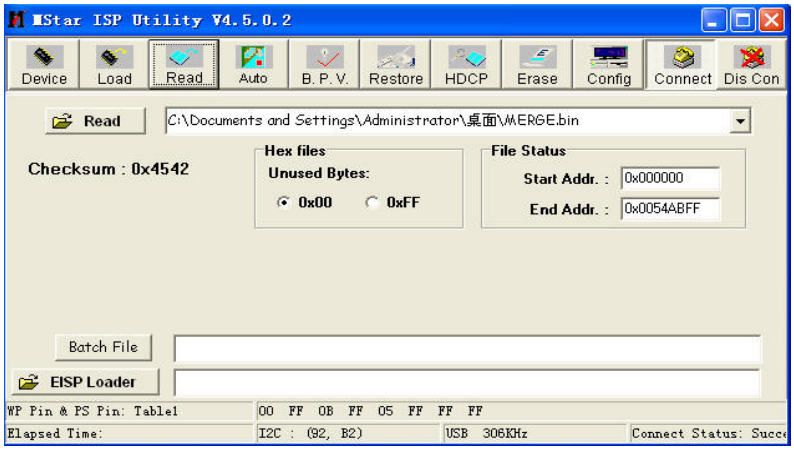

Fig. 4 Burning file
4) Press key “**Read**”，select burning file (for example **MERGE.bin**) as **Fig. 4.**
6) Press key “**Run**” as **Fig. 4** to begin burning software, there are two steps for the process: **Erase** and **Program**